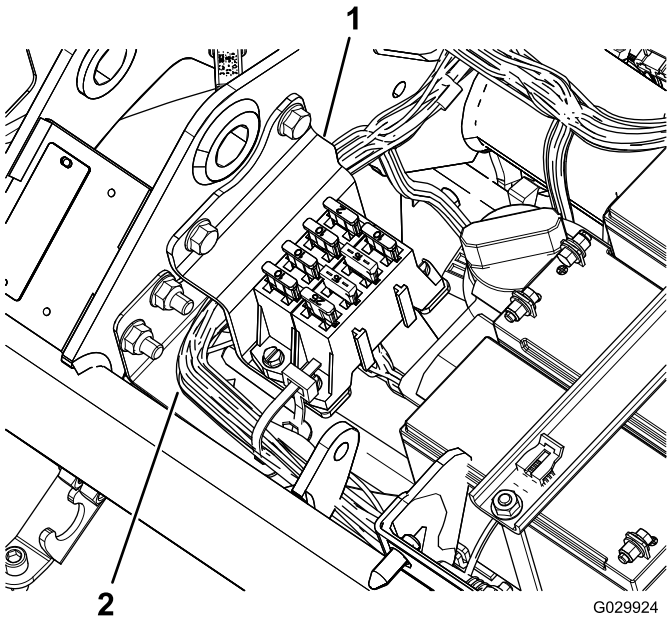

Figura 10
23. Instale el bloque de fusibles (Figura 10).